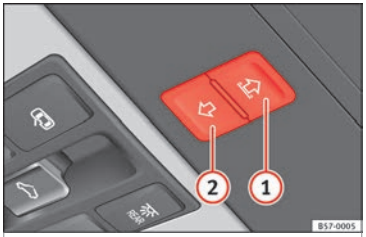

Fig. 133 On the interior roof lining: switches for the sun blind.
Buttons ››› Fig. 133 ① and ② have two levels. The first level opens or closes the sun blind fully or partially.
- *Sun blind:* within approx. 5 seconds of having activated the anti-trap function, press button ››› Fig. 133 ② until the sun blind closes completely.